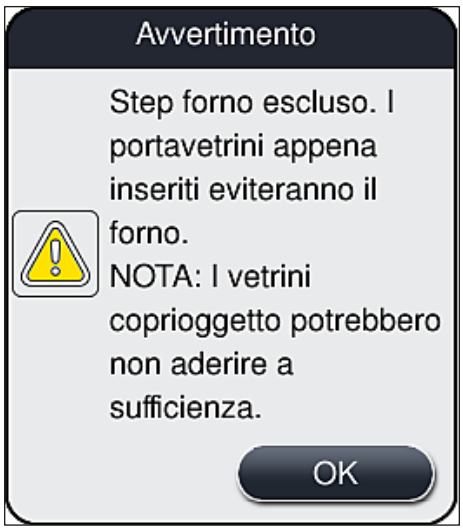

Fig. 36
3. Applicare la configurazione premendo il pulsante Salva (→ Fig. 33-5), prendere nota del successivo messaggio informativo (→ Fig. 36) e confermarlo con OK.